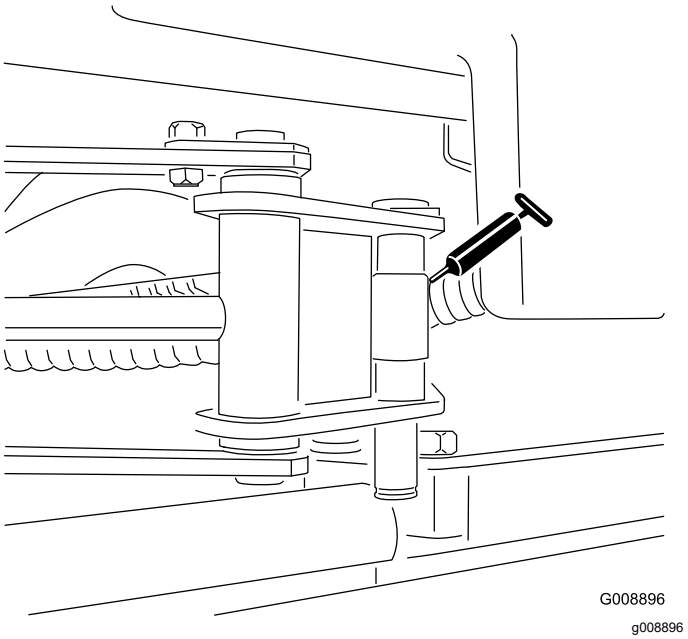

**Figur 58**
- Sidewinder-cylinderändar (två nipplar, endast på modell 03171 – Figur 58)